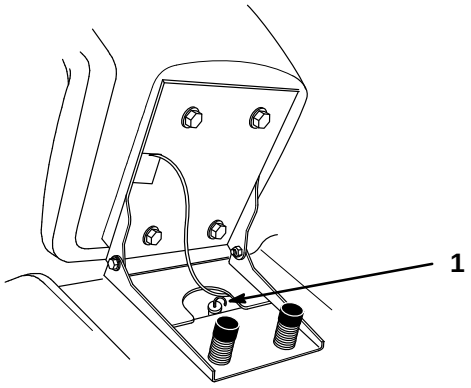

Figure 48
4. Nettoyer les abords de la jauge de transmission (Fig. 48) pour éviter la chute d'impuretés dans l'ouverture de remplissage, ce qui risquerait d'endommager la transmission.
5. Retirer la jauge et essuyer l'extrémité métallique (Fig. 48).
6. Verser lentement le volume d'huile de recharge spécifié dans le tube de remplissage (Fig. 48).
8. Contrôler ensuite le niveau d'huile de la boîte-pont comme expliqué à la page 46. Rajouter de l'huile lentement pour amener le niveau jusqu'au repère du plein (F) sur la jauge.